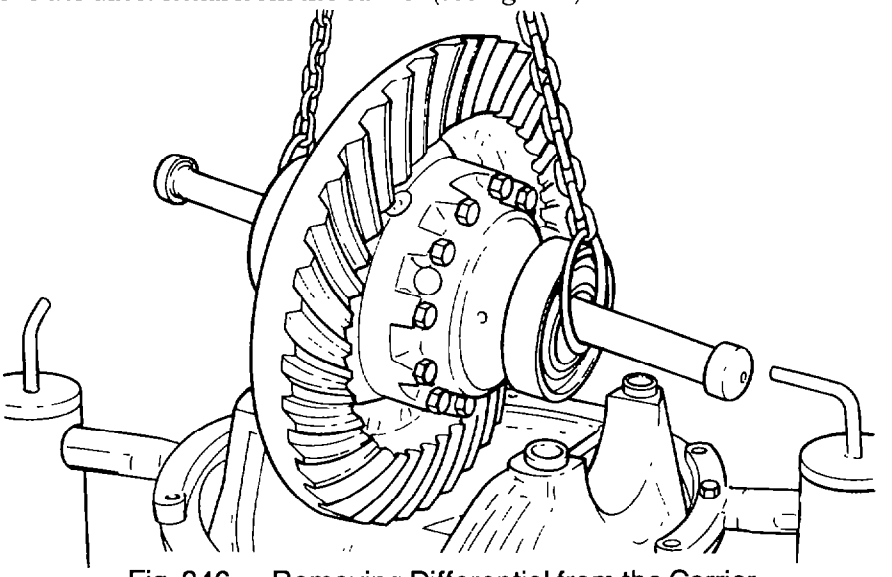

Fig. 346 — Removing Differential from the Carrier
c. Insert a suitable bar or rod stock through the differential then using an overhead lifting device, remove the differential from the carrier (see fig. 346).